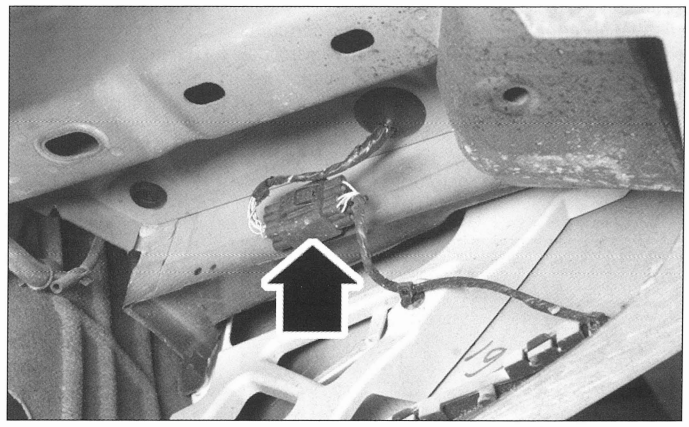

FIG. 93
• Sacar el conector del cableado de parachoques **(fig. 93)**.